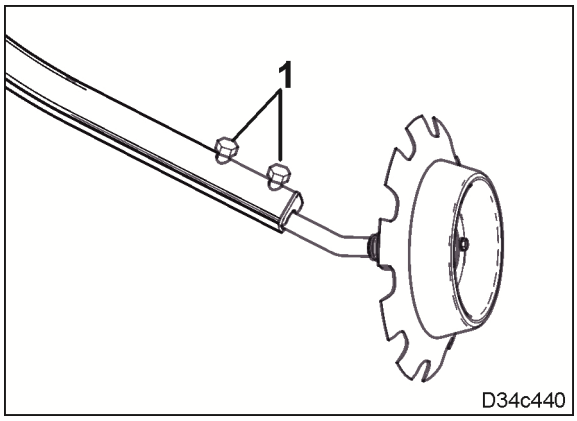

Fig. 152
4. 2 Schrauben (Fig. 152/1) lösen.
7. Schrauben (Fig. 152/1) festziehen.